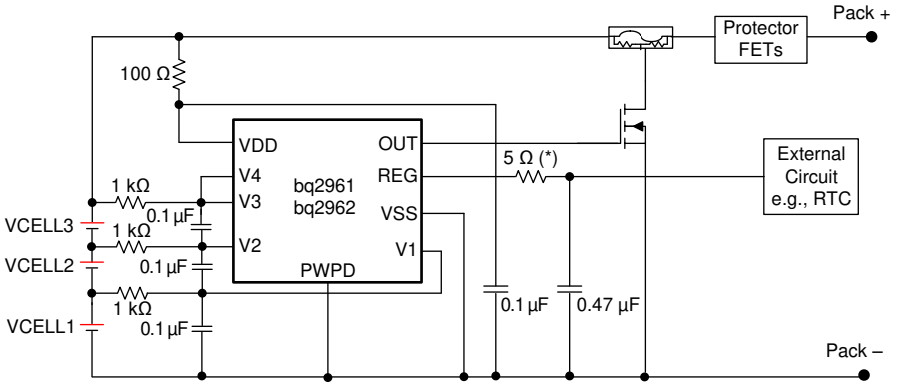

**Figure 8-2. 3-Series BQ2961 and BQ2962 Schematic**
1. If the VSS pin cannot be connected first, it is required to add a resistor of a minimum of 5Ω to a maximum of 10Ω (a 5Ω resistor is used in the reference schematic, Figure 8-2) in series with the REG capacitor. When VSS is floating, the REG capacitor always charges up to the VDD voltage. When VSS is finally connected, the REG capacitor will be discharged. Adding a small resistor in series reduces the current strength and avoids any potential damage to the REG pin. The 5Ω resistor can be placed in series with the REG connect circuit (as shown in Figure 8-2) or in series of the REG capacitor (as shown in Figure 8-3). Placing the resistor in series with the REG circuit results in a small drop of $V_{REG}$ (for example: max loading of $I_{REG}$ mA with a 5Ω resistor will drop 5mV on $V_{REG}$), but such a connection can protect again rush current discharge from a REG capacitor or an external filter capacitor connected to the REG pin. Placing the resistor in series with the REG capacitor is an alternative to avoiding an additional drop in $V_{REG}$ if the filter capacitor used by the external circuit is much smaller than the REG capacitor.
3. The cell should be connected to the lower $V_n$ pin; the unused $V_n$ pin should be shorted to the ($V_{n-1}$) pin. See Figure 8-2 for details.